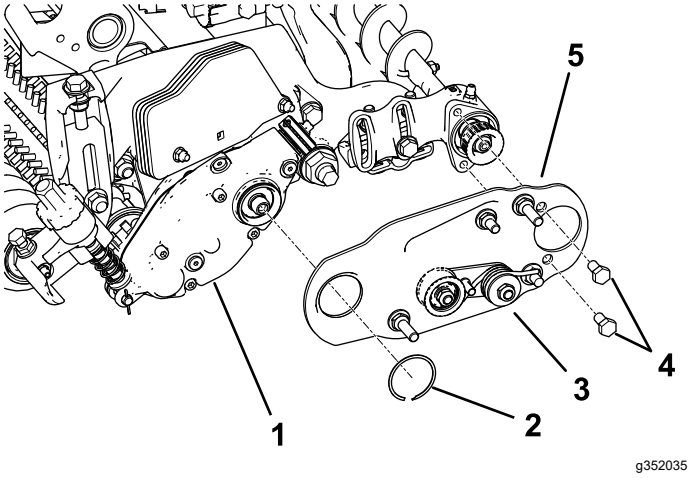

Figure 12
3. Install the left or right roller-brush pivot plate (Figure 12).
Note: Ensure that the idler-pulley assembly is installed on the bottom as shown in Figure 12.
4. Apply blue thread-locking compound to the 2 bolts (5/16 x 1/2 inch) and use them to mount the brush plate to the roller-brush-bearing housing (Figure 12).
5. Secure the brush plate to the roller-brush housing with the retaining ring (Figure 12).